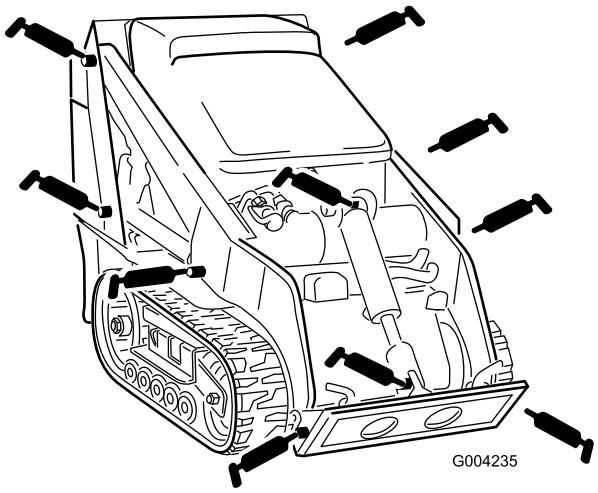
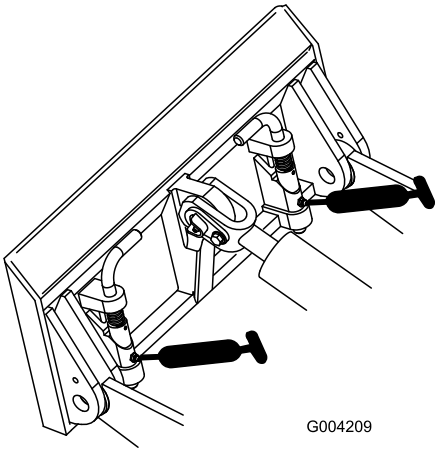

**Figur 31**
**Figur 32**
3. Sätt en fettspruta på varje nippel (Figur 31 och Figur 32).